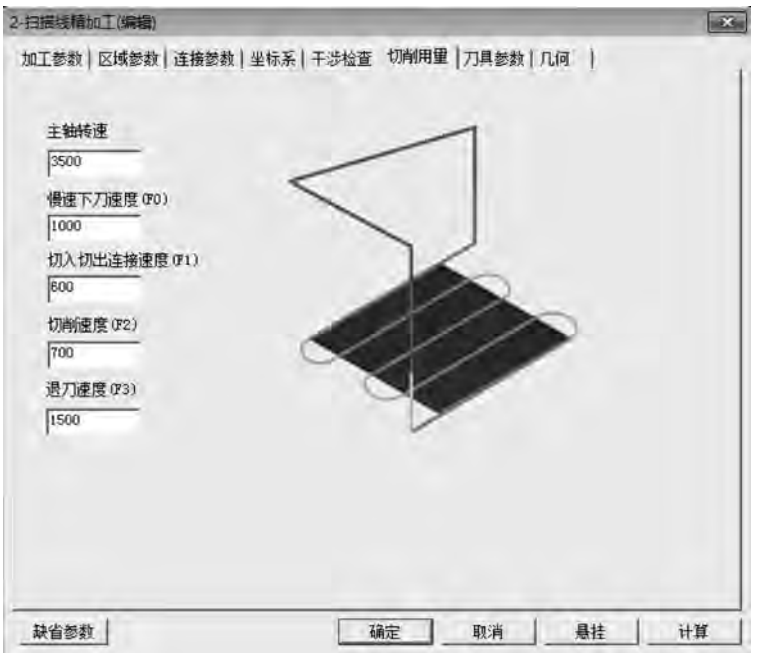

图 5-127 “切削用量”选项卡
② 设置扫描线精加工的“切削用量”，如图 5-127 所示。